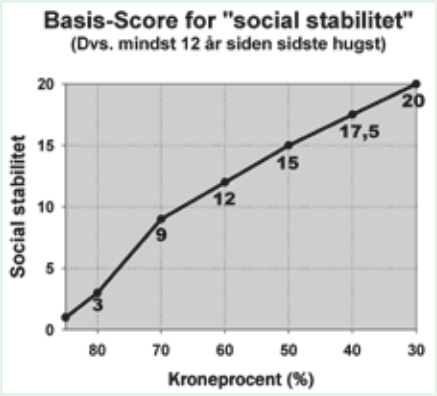

Figur 1. Basis-score for den sociale stabilitet – forudsat at det er mindst 12 år siden sidste hugst. Anvendes i praksis sammen med tabel 2.
- Den sociale stabilitet bestemmes i figur 1 (tallene stammer fra figur 11 i Skoven 3/14, s. 139 med korrektur fra tabel 2). Social stabilitet varierer fra 0 til 20.
Tabel 2. Procentuel reduktion i basis-score for social stabilitet som funktion af bevoksningshøjde, indgrebets styrke samt antal år siden hugsten. Anvendes sammen med figur 1. Bemærk, at hvis der tyndes "fra neden", kan man i nogen grad hæve kurverne, mens en tynding "fra toppen" medfører, at man som minimum bør halvere de aflæste kurveværdier.
Enkelttræ-stabiliteten i den ældre bevoksning efter 15 år med tyndingsfri drift skønnes til mellem 7 og 9. Den sociale stabilitet vurderes i henhold til figur 1 til mellem 15 og 17,5, og det giver en samlet stabilitets-score på 24.
Figur 1 i denne artikel viser den sociale stabilitet i bevoksninger, som ikke har været tyndet i en meget lang årrække, men dette optræder jo forholdsvis sjældent.
Figur B viser, hvor voldsomt den sociale stabilitet bliver reduceret i årene efter en tynding. Figur B er opdelt efter bevoksningshøjde og styrken af det sidste hugstindgreb. Basisscoren for social stabilitet i figur 1 skal altså reduceres med den relevante værdi i figur B. Kurverne i figur B er aflæst i artiklens tabel 2.